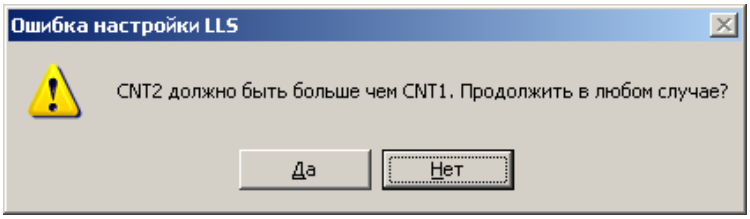
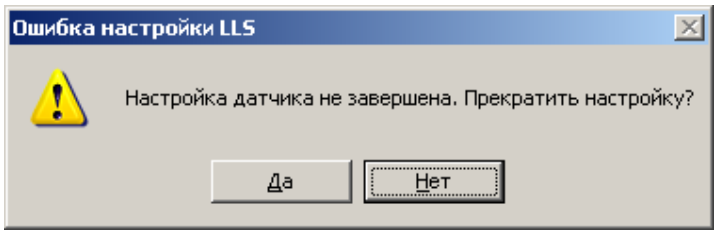
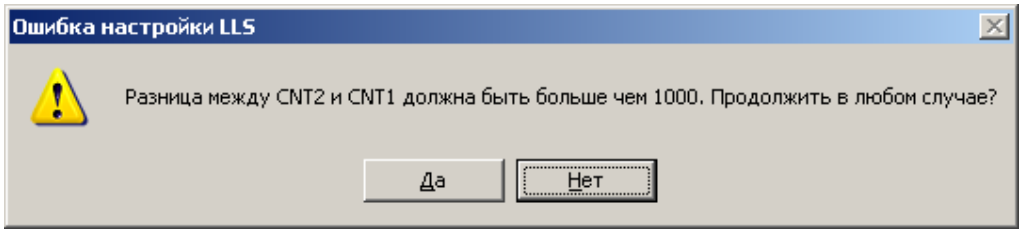

Рисунок 18
Рисунок 19
Рисунок 20
8) Если в процессе настройки были допущены ошибки, появится одно из диалоговых окон (Рисунок 18, Рисунок 19, Рисунок 20), в котором нажать кнопку «Нет» и повторить выполнение п. 3.6.2.